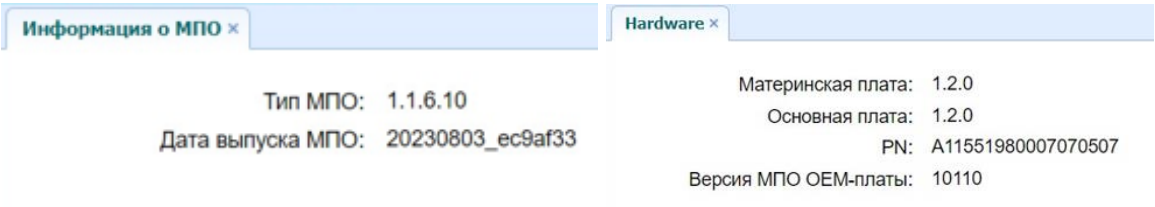

Рис. 2.55
4. Перейдите в меню **[Работа]** → **[Карта]** или **[Работа]** → **[Съёмка]** (см. рис. 2.55), дождитесь получения фиксированного решения и нажмите кнопку , для запуска инерциальной системы. Следуя подсказкам на экране, выполните инициализацию инерциальной системы.